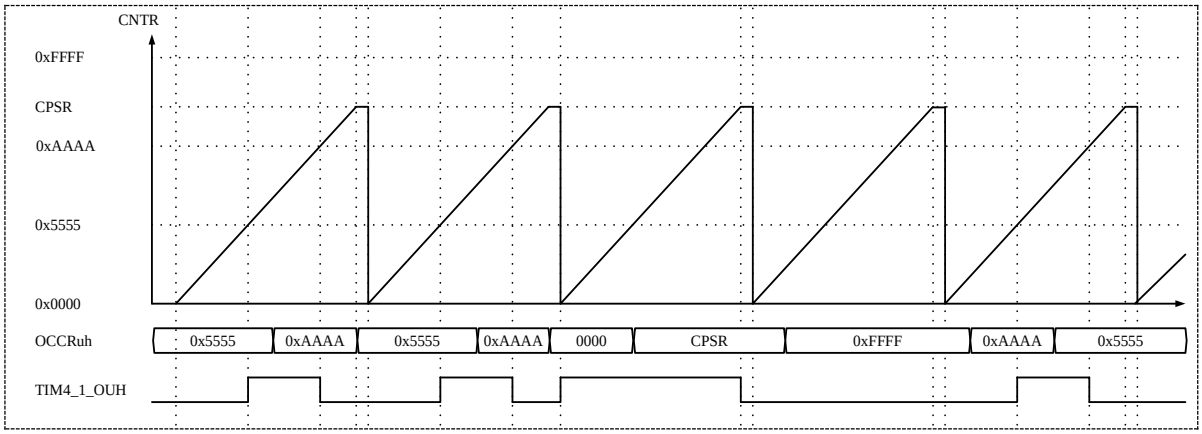

图 22-6 锯齿波模式波形输出例
1) 下图 22-6 是锯齿波计数模式下的比较输出模块的波形输出示例。